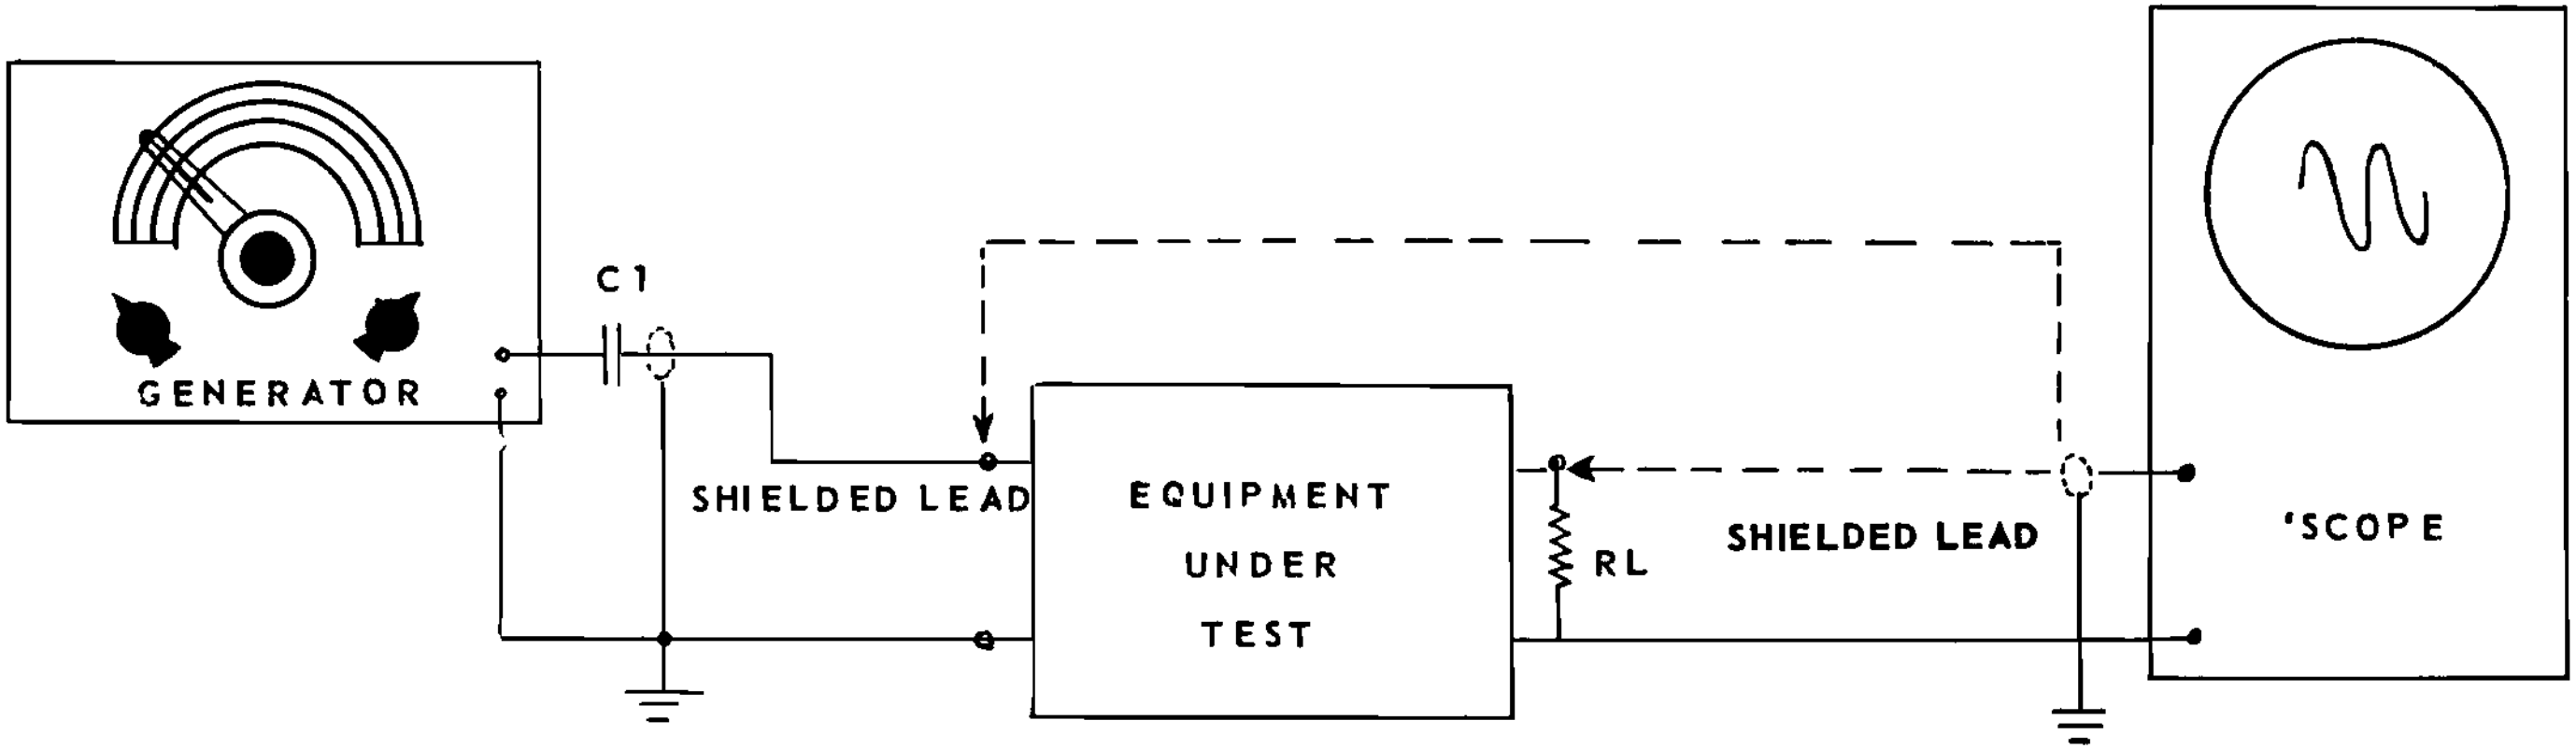

Fig. 10-8: Basic equipment set-up for Sine-Wave or Square-Wave performance tests.
Most of the basic service techniques outlined in Section 1 serve to isolate defects causing a *major* change in equipment performance . . . such as "weak operation," "squealing," "motorboating," "dead set," and so on. Perhaps as high as 85% to 95% of the service complaints encountered will fall into this general category. When servicing precision amplifiers, Hi-Fi equipment, and similar gear, however, it is often necessary to check for *minor* changes in equipment operation and to track down troubles which may cause a slight deterioration in overall operation. Here, more refined techniques must be employed, the most effective of which are *Sine-Wave* and *Square-Wave Analysis* tests. The basic test method used is shown in block diagram form in Fig. 10-8. The equipment to be checked may be a broadband Video amplifier, a Hi-Fi system or a precision Laboratory amplifier. The test instruments are an appropriate test Signal Generator and a good quality Oscilloscope. To start the tests, the equipment is first terminated in an appropriate output load (RL); in the case of a Hi-Fi amplifier, this may be a 25 or 50 watt non-inductive resistor with a resistance equal to the impedance of the loudspeaker normally driven by the amplifier. All equipment controls are set for "normal" operation; later, as the tests proceed, these controls may be adjusted over their operating range as a check to see that they perform their desired functions. The Signal Generator is connected to the equipment through a shielded cable and isolating capacitor (C1); the capacitor's value should be quite high . . . a good rule here is to use a unit with a capacity from five to ten times that of any interstage coupling capacitors used in the equipment. The Generator's output *Level* or *Attenuator* control, originally, is set to supply an input signal amplitude equal to the equipment's normal rating. Later, the input level may be increased above this value to check "overload" point, or reduced to relatively low values to check the equipment's performance with low-level signals.